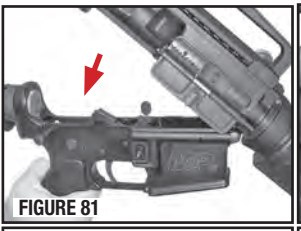

FIGURE 81
- Tip upper receiver open as instructed previously (FIG.81).